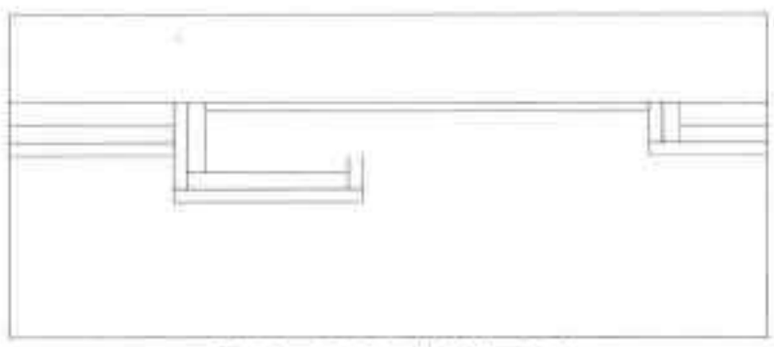

图19-126 修剪图形
Step 09 执行“修剪”命令，修剪图形，如图 19-126 所示。